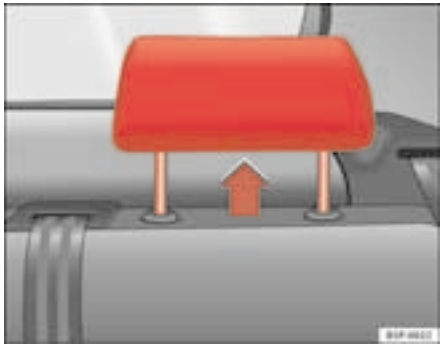

Fig. 5 Head restraints in correct position
– Three positions for **use** ⇒ fig. 5 . In these positions, the head restraints are used normally, protecting passengers along with the rear seat belts.